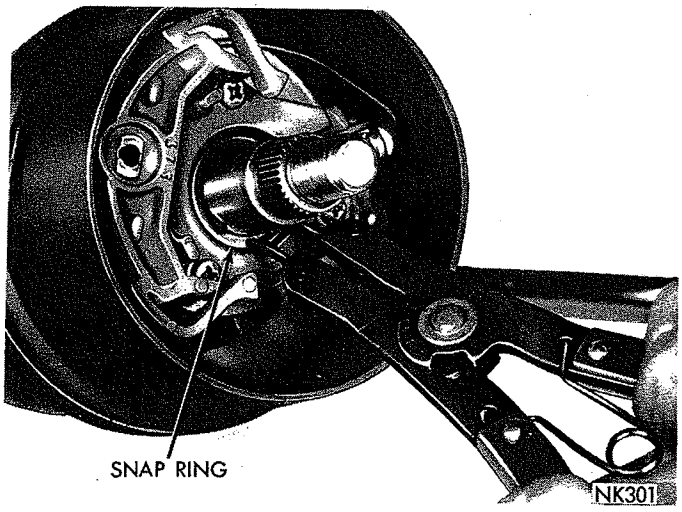
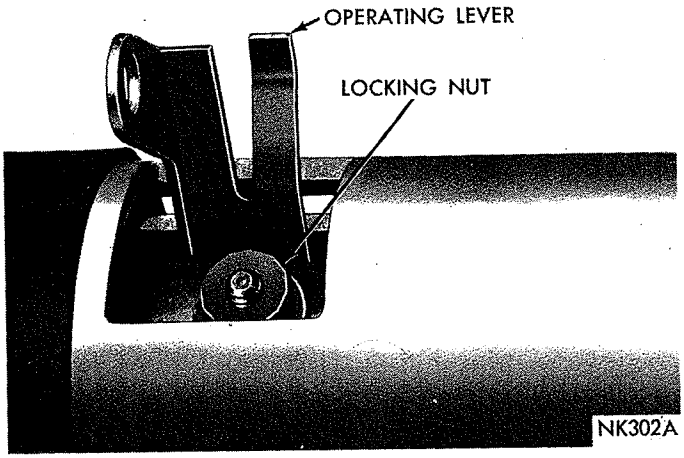

*Fig. 5—Removing or Installing Steering Shaft Snap Ring*
***Fig. 8—Gearshift Indicator Operating Lever (Fury Models)***
(1) Remove snap ring from upper end of steering shaft (Fig. 5).
**Fury Models:** Loosen locking nut on gearshift indicator operating lever, then slide lever out of slot in gearshift tube (Fig. 8).
and slide assembly in the column. Tap the shaft through upper bearing and install retaining snap ring (Fig. 5). Engage seal over lip on lower end of column jacket.
(14) **Fury Models:** Place gearshift lever in NEUTRAL position. Slide gearshift indicator operating lever into slot provided in gearshift tube (Fig. 8), then tighten locking nut. Slide steering shaft and lower bearing assembly in the column. Tap shaft through upper bearing, then install snap ring (Fig. 5).